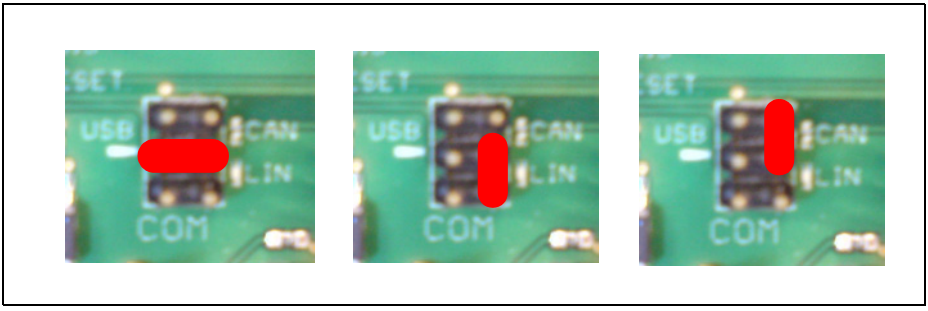

Figure 4-2 Jumper setting for USB, LIN and CAN0 mode selection
- By using the LIN transceiver TLE7259 (IC8), the UART can interface with LIN bus. However, if using LIN interface, a jumper need to be inserted at the COM header indicated by LIN symbol (centre diagram of **Figure 4-2**).
- If user prefer to use MultiCAN node 0, a jumper need to be inserted at COM header indicated by the CAN symbol (right side diagram of **Figure 4-2**).
P1.0 and P1.1 of XC878CM are connected to the RX and TX pins of CAN tranceiver IC4, LIN transceiver IC8 and USB-UART bridge IC IC2. As only one transceiver should be enable at a time, the desired transceiver to be enable is controlled by the position of the COM jumper as shown **Figure 4-2**.